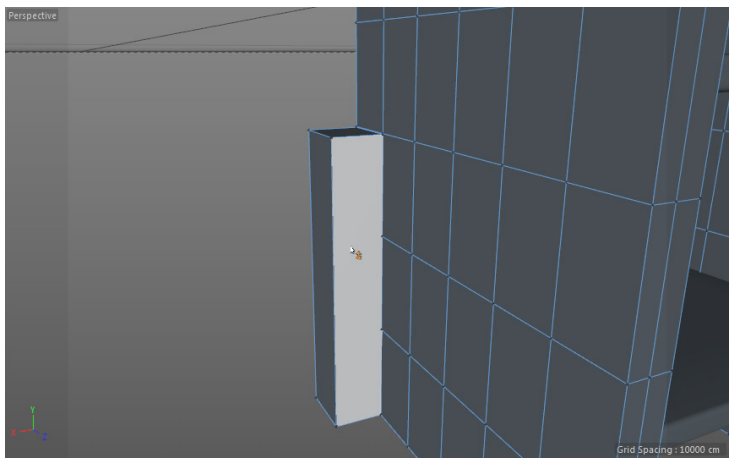
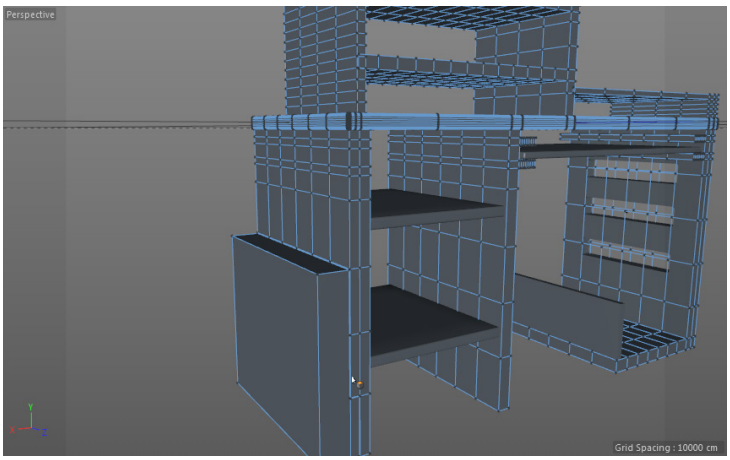

Figure 3-56 *Highlighted polygon*
Figure 3-57 *Dragging the highlighted polygon*
5. Rotate the viewport using the ALT key and then hover the cursor on the polygon; the polygon is highlighted, as shown in Figure 3-56. Next, hold the CTRL key and drag the highlighted polygon, as shown in Figure 3-57.